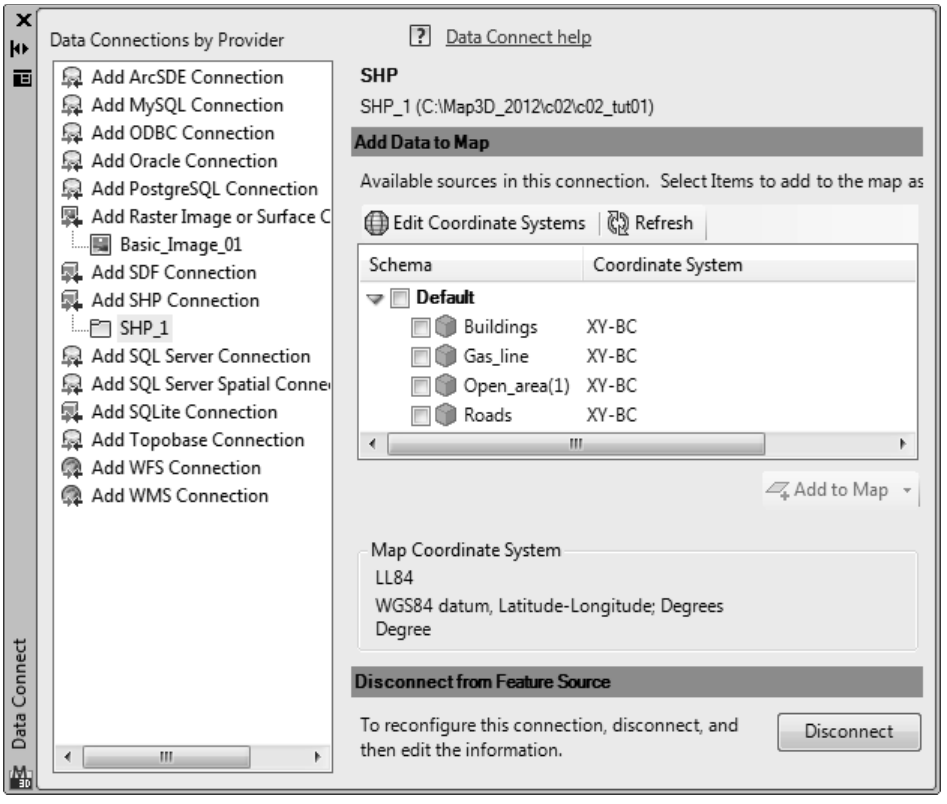

***Figure 2-25** The **Data Connect** wizard with shape files*
9. In the **OSGeo FDO Provider for SHP** area, browse to the folder containing the downloaded files by using the folder browse button, and then choose the **Connect** button; the **Data Connect** wizard is displayed, as shown in Figure 2-25.